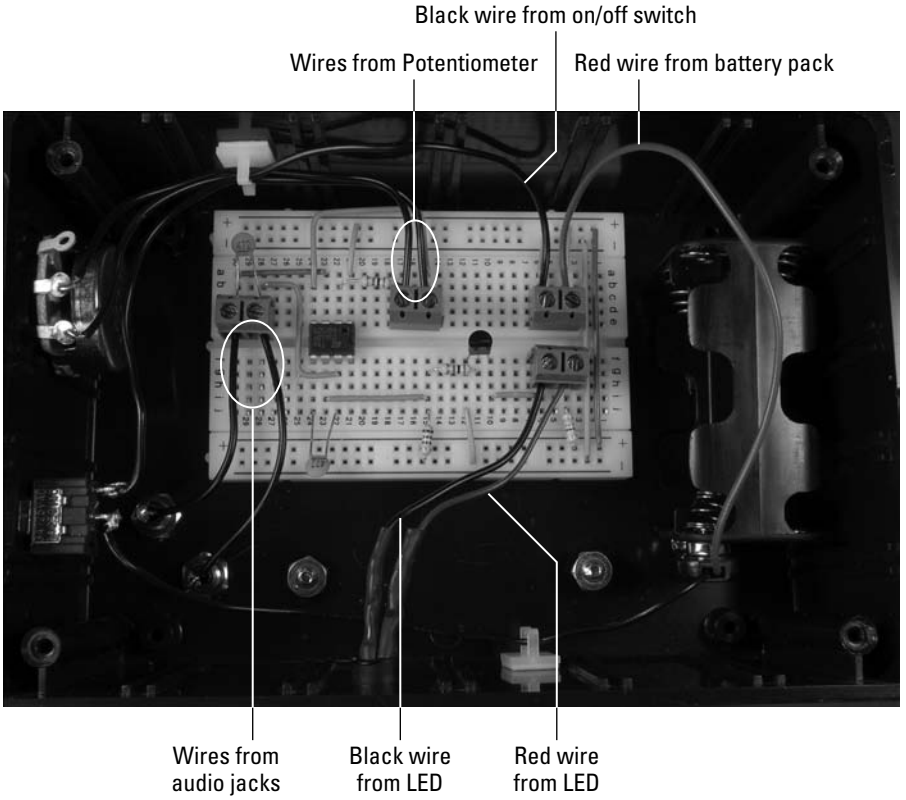

Figure 12-12: Connect the LED, potentiometer, on/off switch, coil, and battery pack to the breadboard.
3. **Insert the wires from the LED, potentiometer, on/off switch, and battery pack to the terminal blocks on the breadboard, as shown in Figure 12-12.**